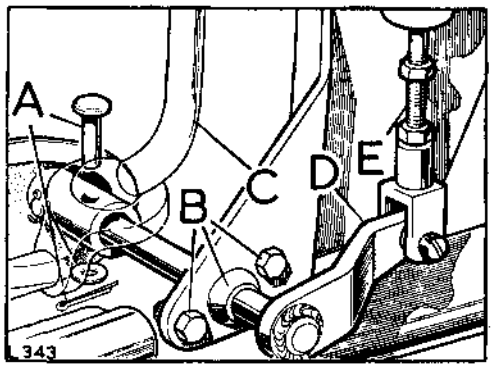

**Fig. B1-10. View of operating shafts**
4. Align the holes in the clutch shaft operating lever and the cross-shaft connecting tube and fit the clevis pin to secure the components. Fig. B1-10 refers.